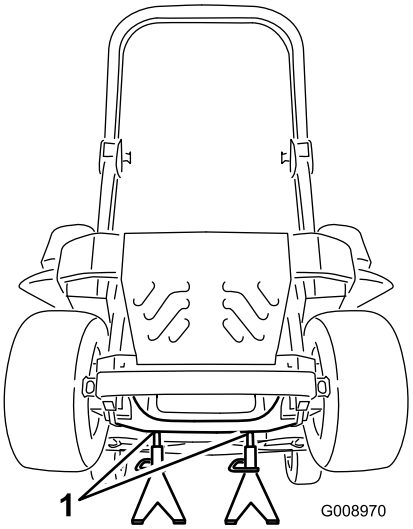

Figur 83
3. Løft maskinen, og understøt den med donkrafte (Figur 83).
9. Fjern donkraftene, og sænk maskinen (Figur 83).